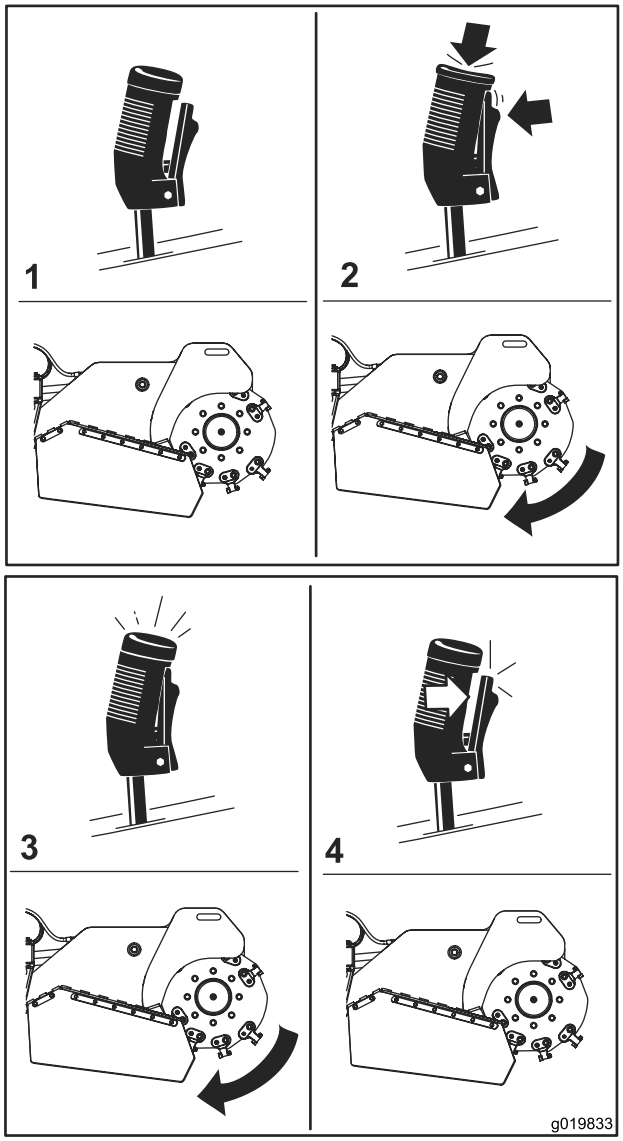

**Figur 13**
- Starta fräsen (Figur 13) genom att trycka på den röda knappen längst upp på spaken och därefter trycka på avtryckaren. När fräsen har startat kan du släppa den röda knappen.
- När du vill stänga av fräsen (Figur 13) släpper du avtryckaren i mer än en halv sekund.